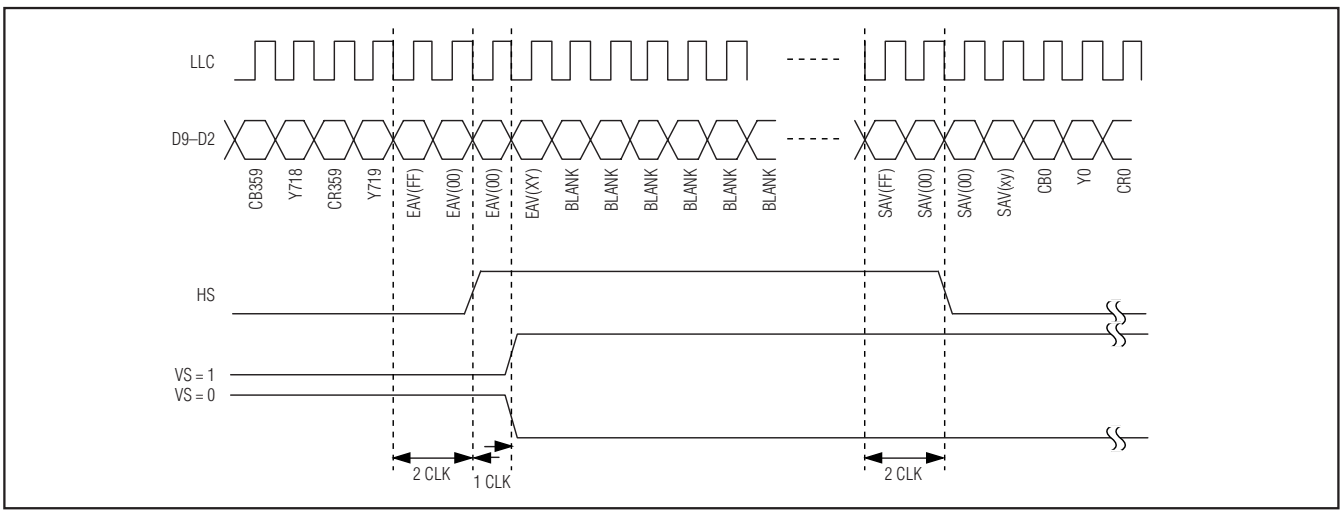

Figure 18. Horizontal and Vertical Sync Timing
The rising edge of horizontal sync (HS) coincides with the end of active video (rises after 3FFh 000h of EAV code). The falling edge coincides with the start of active video (SAV) code (falls after completing 3FFh 000h of SAV code). Figure 18 shows the horizontal and vertical sync timing.